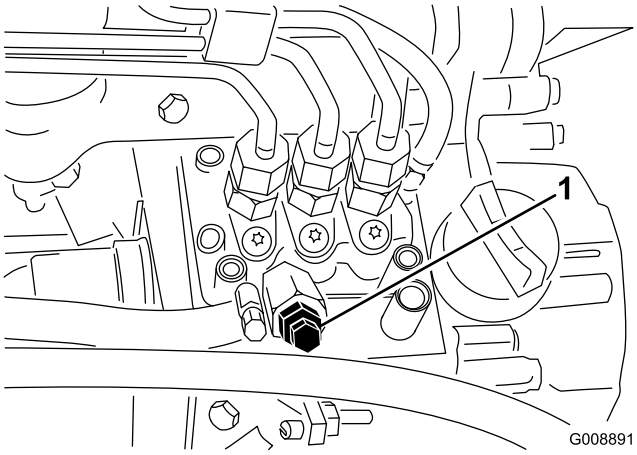

**Figur 25**
3. Öppna avluftarskruven på insprutningspumpen (Figur 25).